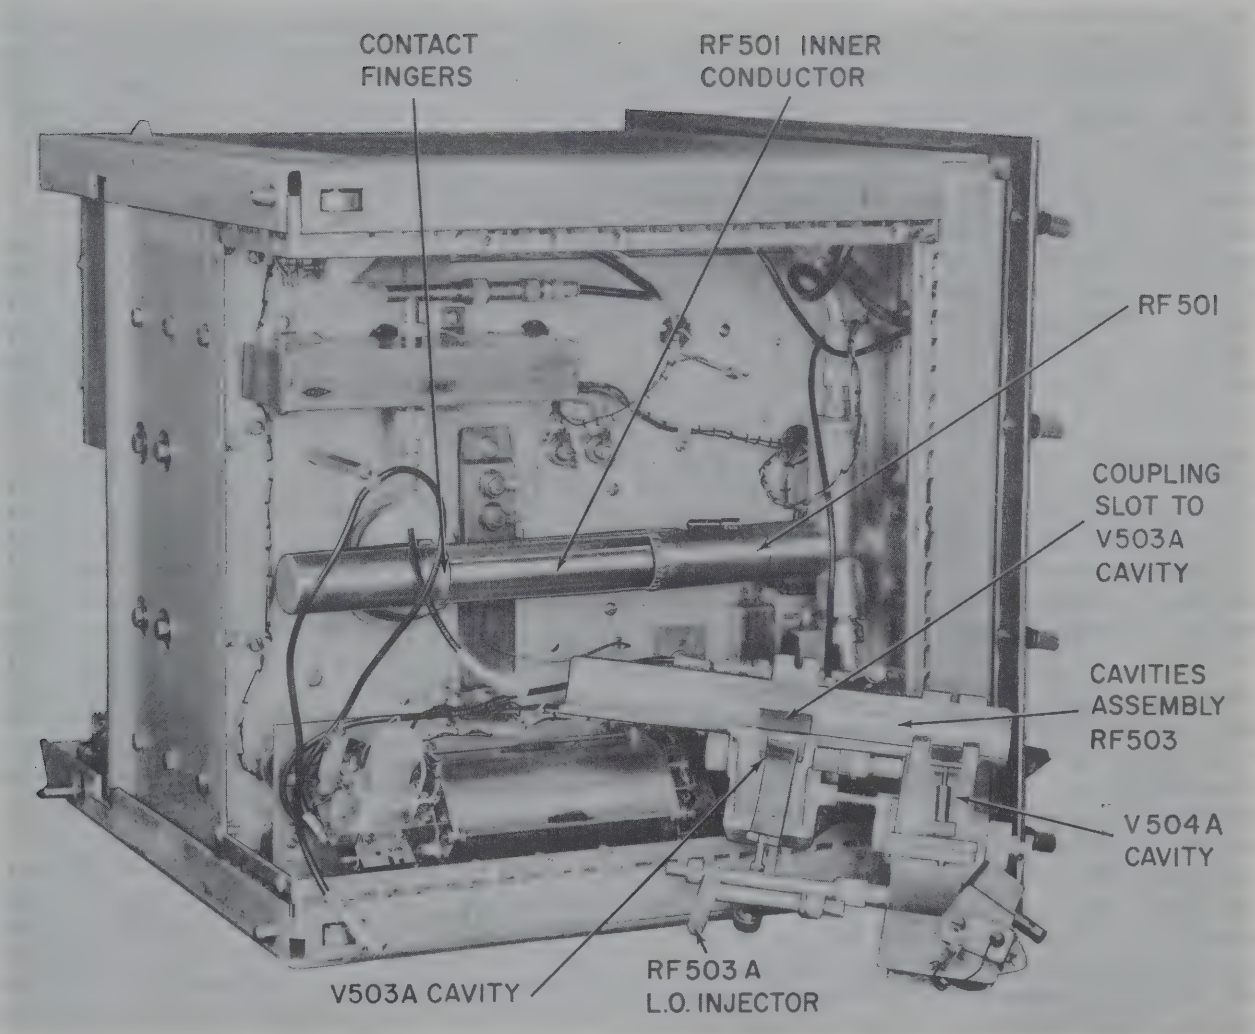

Figure 2–10. RF System Details
(2) COHO MIXER RF502. *(See figure 2–8, 2–9.)*